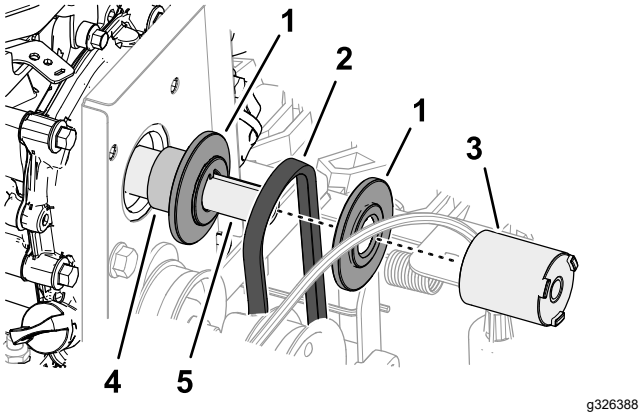

Figur 50
2. Ret traktionsremmen ind i rillen på traktionsremskiven øverst på maskinen, og skub traktionsremmen over motorens krumtapaksel (Figur 50).